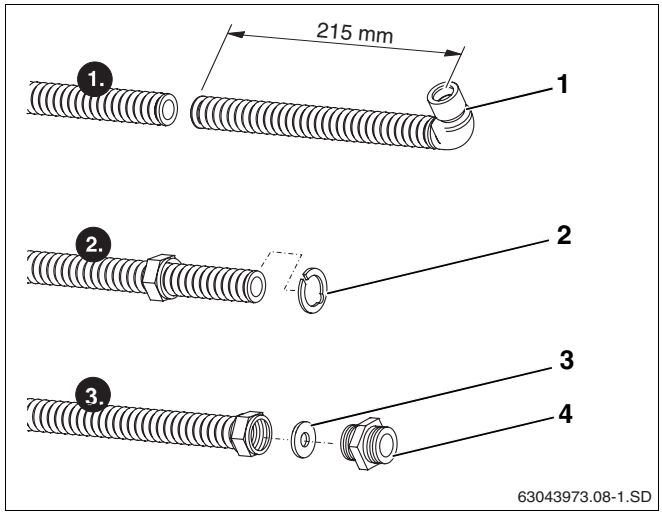

Abb. 39 Anschlussrohr kürzen (Darstellung ohne Dämmung)
- Von Mitte Winkel 215 mm des Anschlussrohres (Abb. 39, **Pos. 1**) mit Rohrschneider abtrennen.
- Klemmscheibe (Abb. 39, **Pos. 2**) hinter die erste Welle legen und zusammendrücken. Die Klemmscheibe muss gleichmäßig am Bund der Überwurfmutter anliegen.
- Karosseriescheibe (Abb. 39, **Pos. 3**) vor Schnittfläche des Anschlussrohres in die Überwurfmutter legen.
- Doppelnippel (Abb. 39, **Pos. 4**) in Überwurfmutter fest einschrauben, damit plane Dichtfläche am Anschlussrohr erzeugt wird.